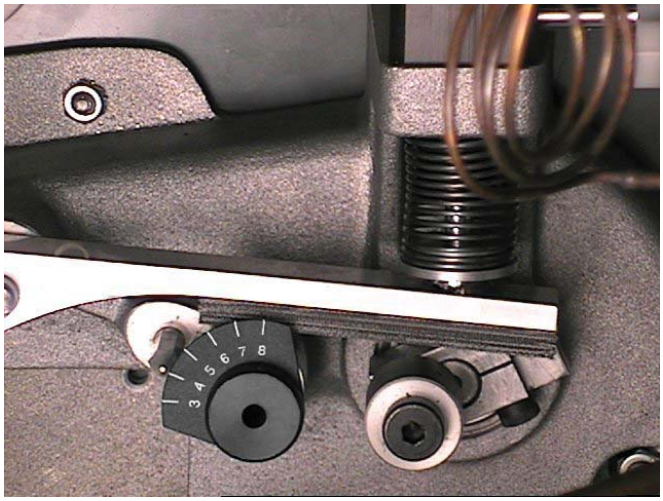

Figure 4-2 Overrun Adjustment
C. On the air compressor side of the pump, locate the long/slender piston rocking arm. The rocking arm downward travel is limited by a stationery cam. On the face of the cam there is an overrun setting indicator plate numbered 3 through 8 and an adjustment knob (Fig. 4-2).